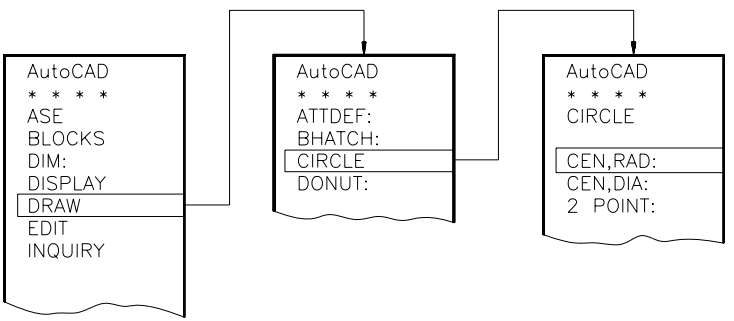

Fig. 1.5
- *din meniul ecran* (fig. 1.5)